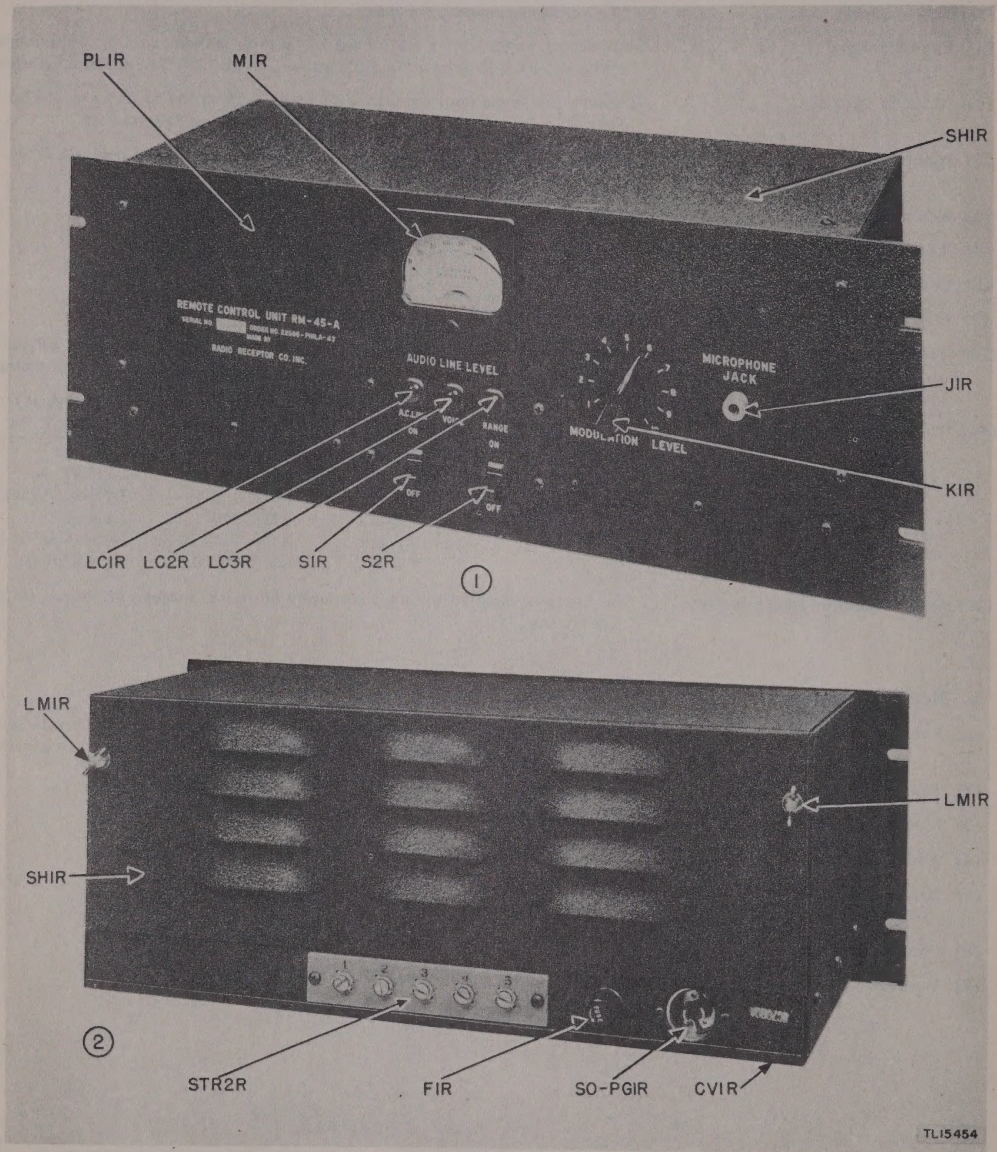

Figure 6. Remote Control Unit RM-45-A: ① Front view; ② Rear view.
a. The remote control unit (figs. 6 and 7) is housed in a black wrinkle-finish, metal case. It is designed to fit a 19 inch standard relay rack. The top and rear shield are in one piece. This shield is fastened by two wing nuts at the rear of the unit. The removal of this shield will provide ready access to relay E1R, tube V1R, capacitors C1R and C2R, MICROPHONE JACK J1R, MODULATION LEVEL control R2R, AUDIO LINE LEVEL meter M1R, RANGE ON-OFF switch and associated pilot, VOICE pilot, A.C. LINE ON-OFF switch and associated pilot, AUDIO LINE LEVEL meter, MODULATION LEVEL control, and MICROPHONE JACK. At the rear of the unit there is a terminal strip of five terminals, a fuse, and an a-c line receptacle. The fuse is of the extractor post type. The a-c line plug is a midget twist-lock type.
h. To check the operation of the remote control unit, set the LOCAL REMOTE switch to REMOTE and set the MAIN POWER SWITCH to ON. At the remote control unit, operate the A.C. LINE switch and the RANGE switch to ON (fig. 6). This will turn on the transmitter filaments.